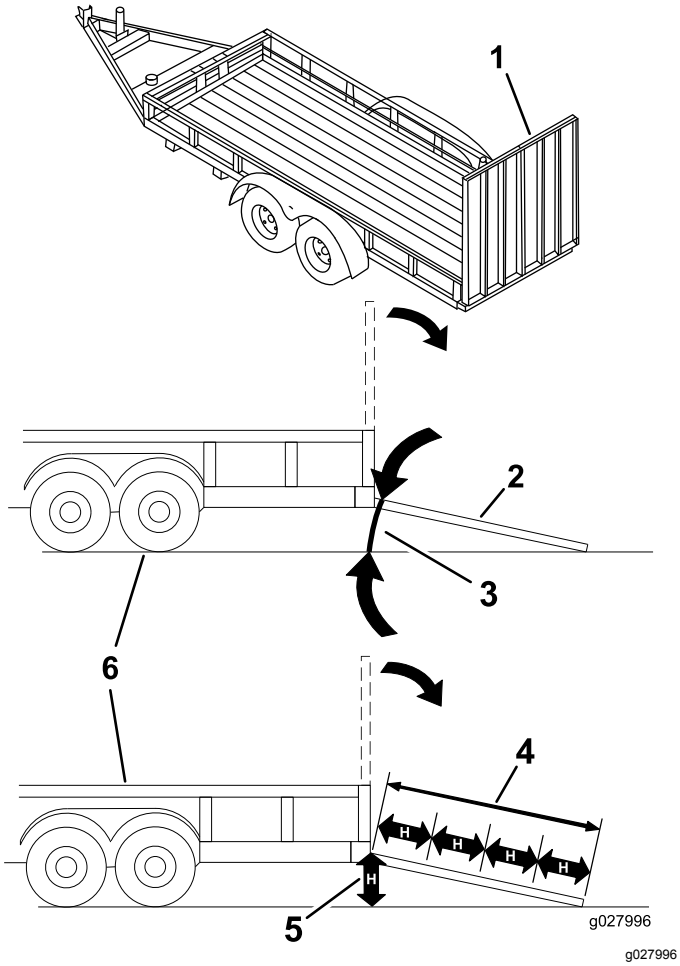

**Rysunek 29**
**Ładowanie maszyny na przyczepę lub ciężarówkę zwiększa prawdopodobieństwo przewrócenia maszyny, co może prowadzić do poważnych obrażeń lub śmierci (Rysunek 29).**
3. Obniż pochylnię i upewnij się, że kąt pochylni względem podłoża nie przekracza 15 stopni (Rysunek 29).